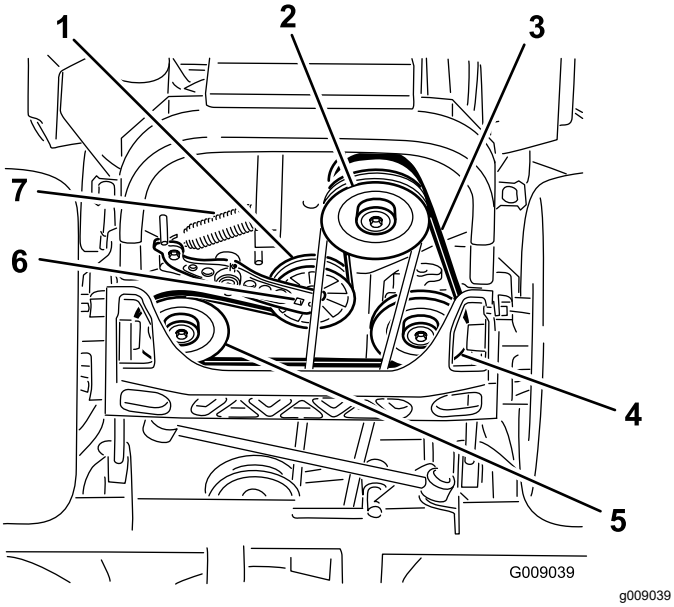

Figur 93
4. Løft opp maskinen og støtt den med jekkstøtter (Figur 93).
5. Bruk en skralle i det firkantede hullet i lederullarmen for å fjerne blindfjæren (Figur 93).
6. Hekt fjæren av rammen (Figur 93).
9. Bruk en skralle i det firkantede hullet i lederullarmen for å montere ledefjæren til rammen (Figur 93).